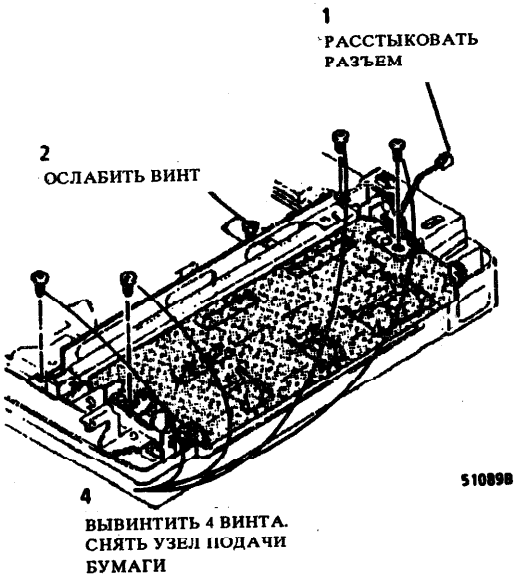

Рис. 1. Снятие узла подачи бумаги
2. (Рис. 1): снять узел подачи бумаги.